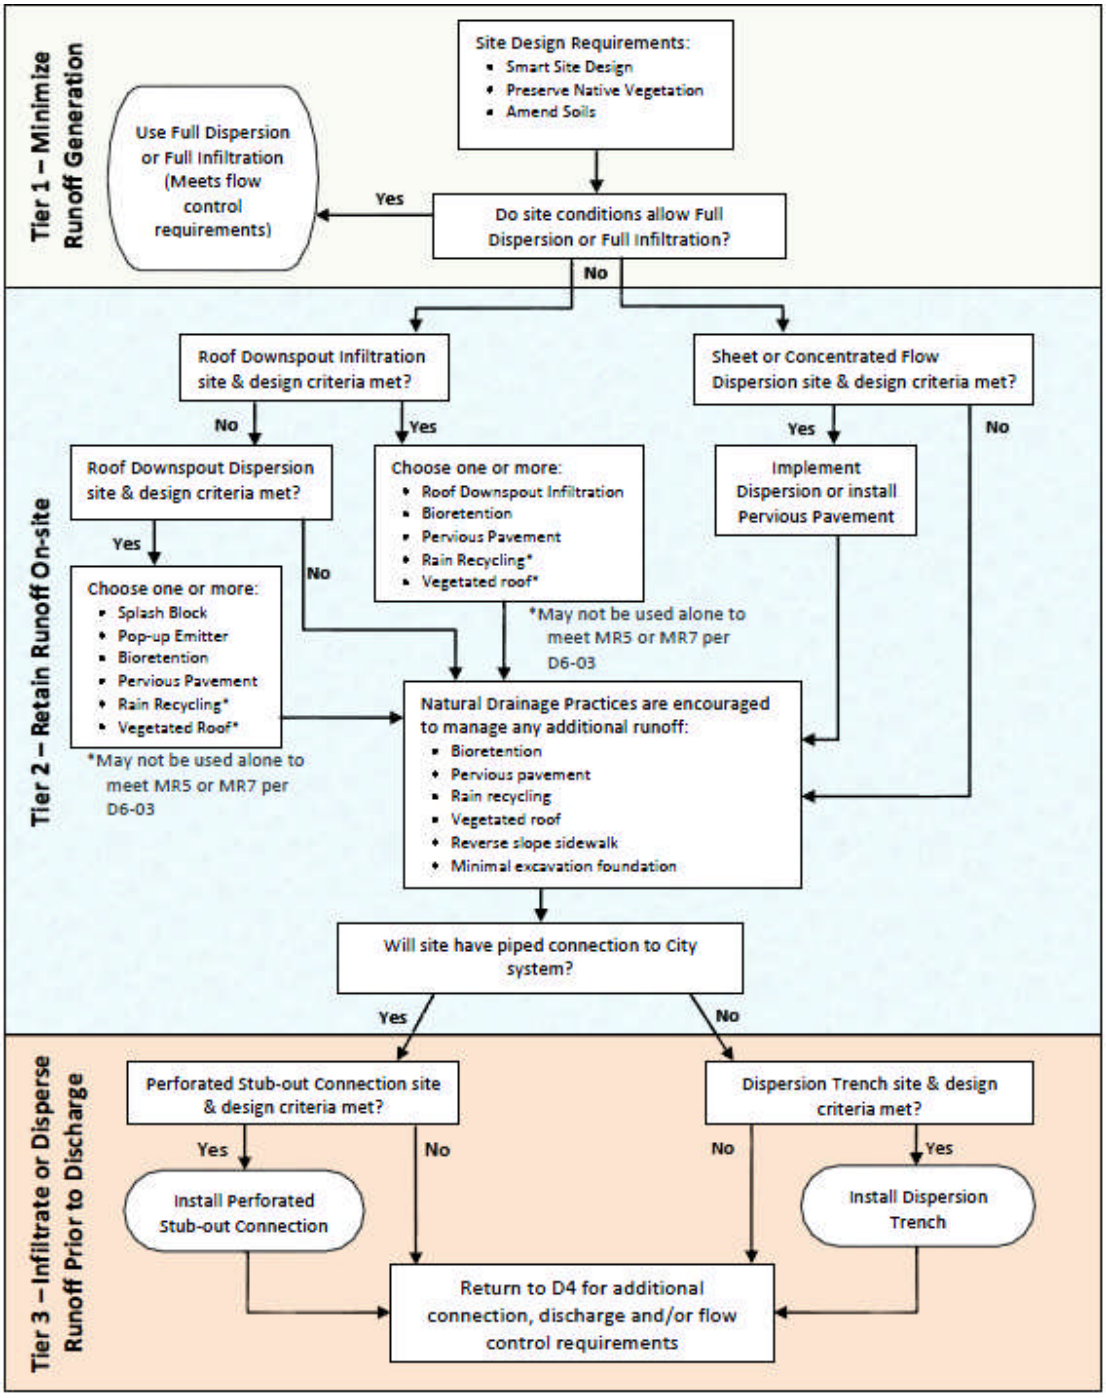

Figure 1 – On-site Stormwater Management Facility Selection for MR 5 and MR7 (from Figure 6.1 of the COB 2011 Standards).
Selection of on-site stormwater management BMPs follows a tiered approach, in which BMPs must be evaluated in a prescribed order within three sequential tiers: Tier 1 – Minimize Runoff Generation, Tier 2 – Retain Runoff On-site, and Tier 3 – Infiltrate or Disperse Runoff Prior to Discharge. Figure 1 illustrates the tiered approach to BMP selection to satisfy Minimum Requirement (MR) #5 (On-site stormwater management) and MR #7 (Flow control).